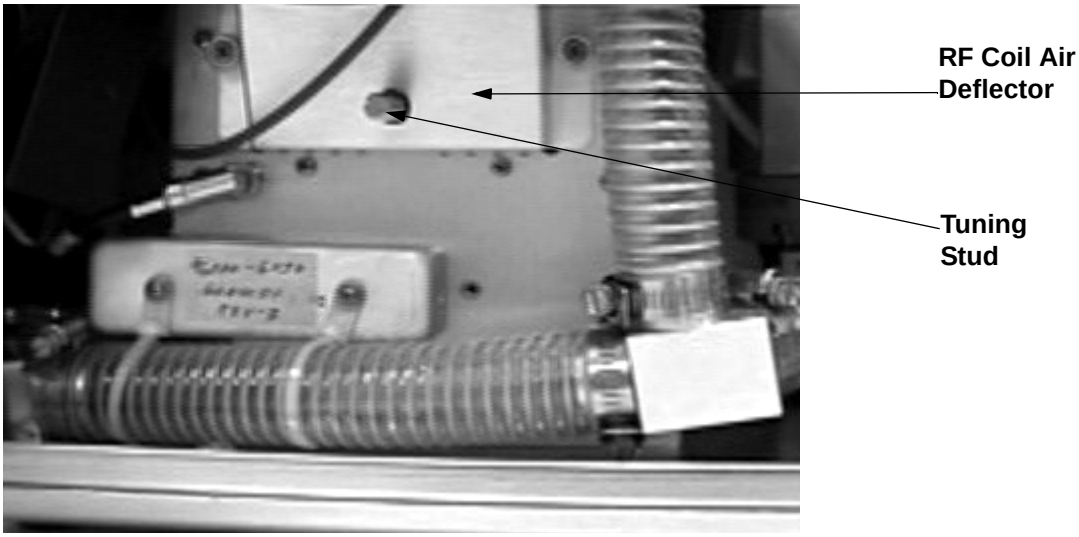

Figure 4-13. Ring electrode RF voltage tuning stud
b. With a Phillips screw driver, remove the air deflector to expose the tuning stud. See Figure 4-13.